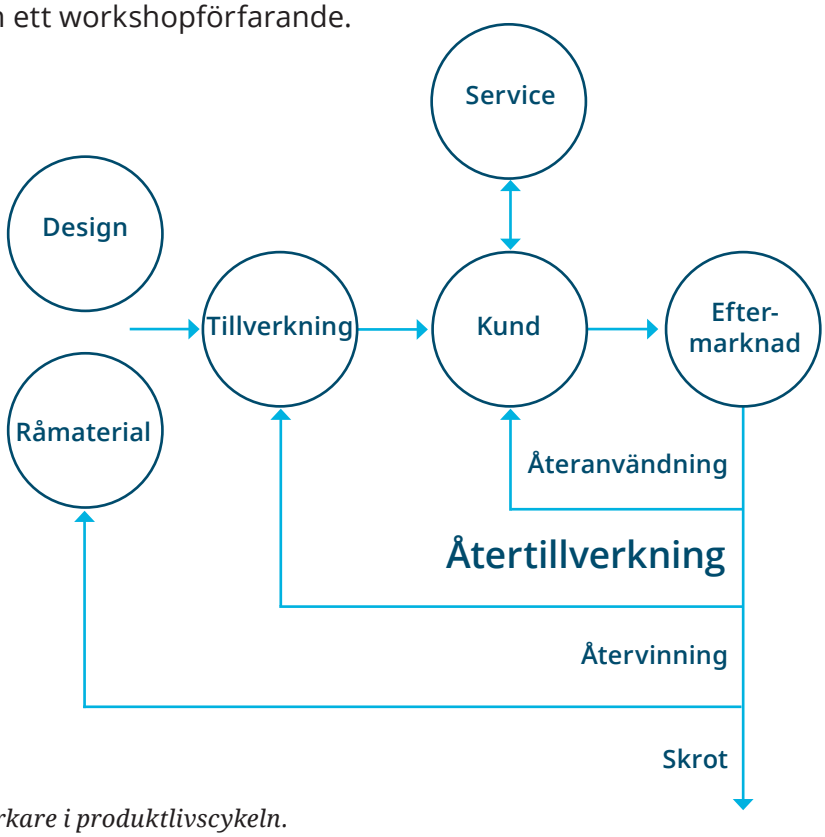

Bild 1. Återtillverkare i produktlivscykeln.
a) Vilka aktörer påverkar er i produktlivscykeln (se bild 1)?